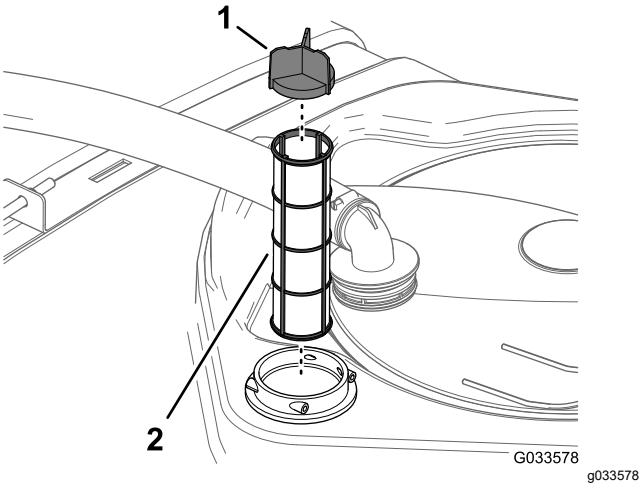

Figure 30
4. Sortez la crépine d'aspiration du logement du filtre dans la cuve (Figure 30).